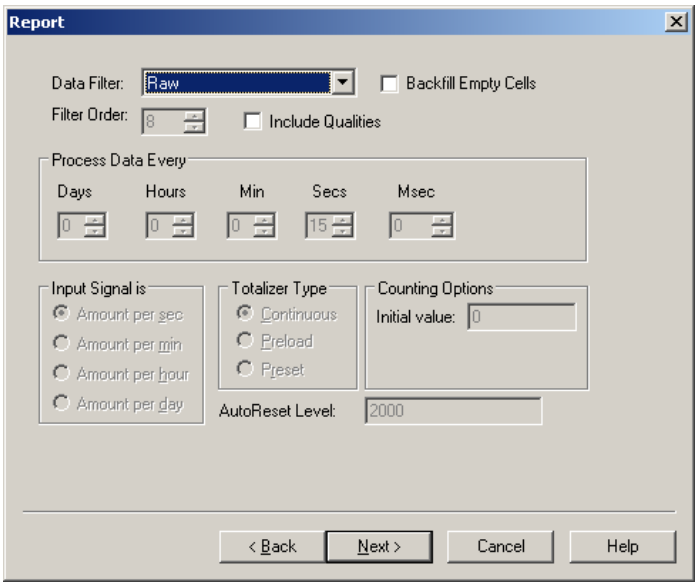

Figure L12.9 - Configuring the Report Data
20. In the **Report** dialog under “Data Filter,” select “Raw” to show only the actual logged values, as depicted in Figure L12.9.